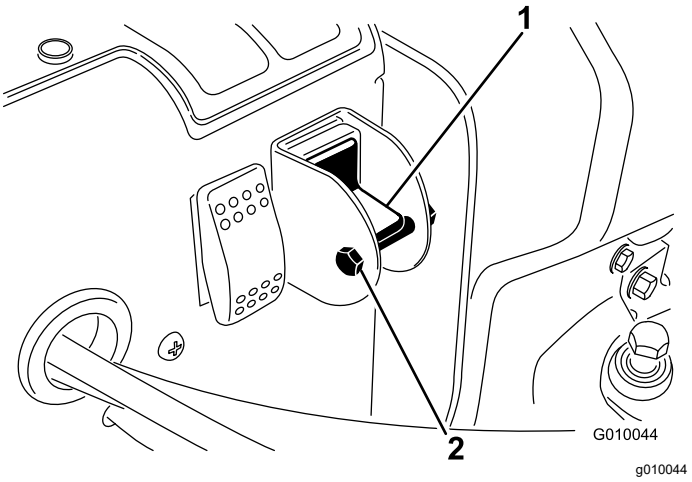

**Figure 21**
4. Remove the locking bolt and nut from the selector switch (Figure 21).